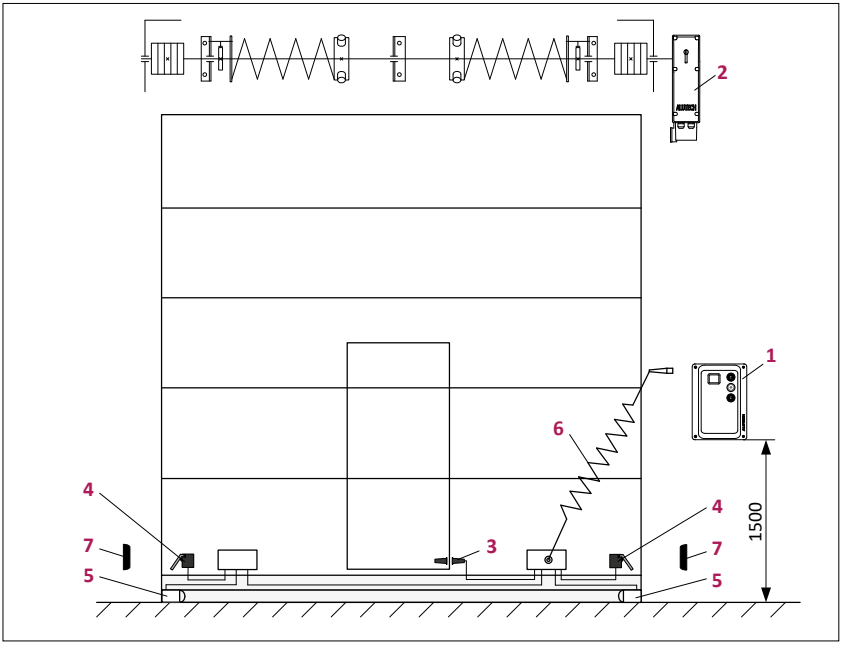

Abbildung 5
- Bestimmen Sie die Stelle, in die jedes Gerät des Antriebssystems installiert werden soll. Ein Beispiel für ein typisches Automatisierungsschema für Industrie-Sektionaltore mit Schlupftür – **Abbildung 5**.